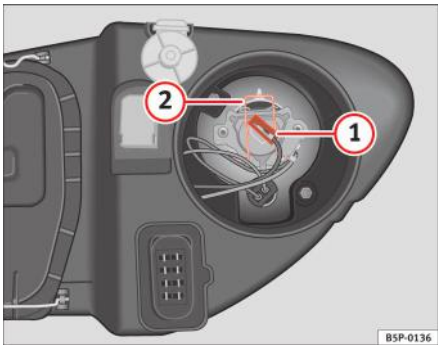

Fig. 167 Faza lungă a farurilor
– Scoateți conectorul ⇒ fig. 167 (1) din bec.
– Deconectați resortul de fixare ⇒ fig. 167 (2) apăsându-l în interior şi către dreapta.